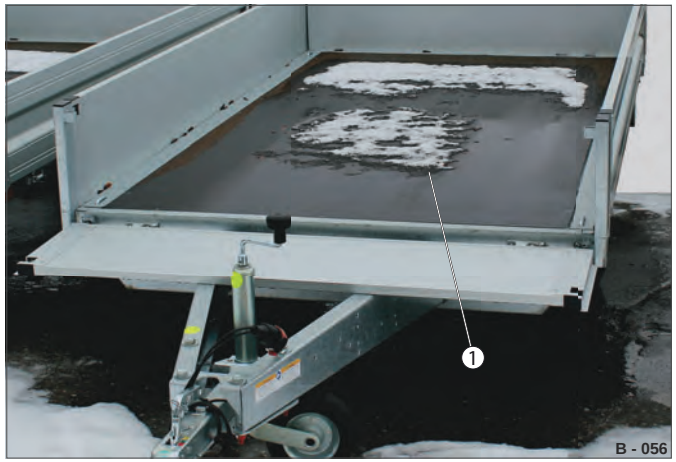

Fig. 99 Sne / is på ladet
▶ Befri regelmæssigt taget (Fig. 100 /1) / afdækningspresenningen (Fig. 101 /1) og ladet (Fig. 99 /1) for fremmedlegemer, sne- / is- / vandansamlinger.